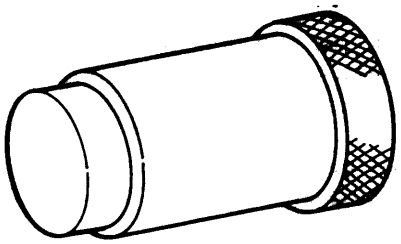

Figure 28. 6796608 Hydraulic Pump Idler Gear Drift
b. Install 6796250 bearing removal support on an arbor press, and with 6796214 bearing puller plate (figure 22), 6796608 drift (figure 28), and 6799793 drift (figure 22), remove the front and rear bearing (4, figure 24) inner rings.